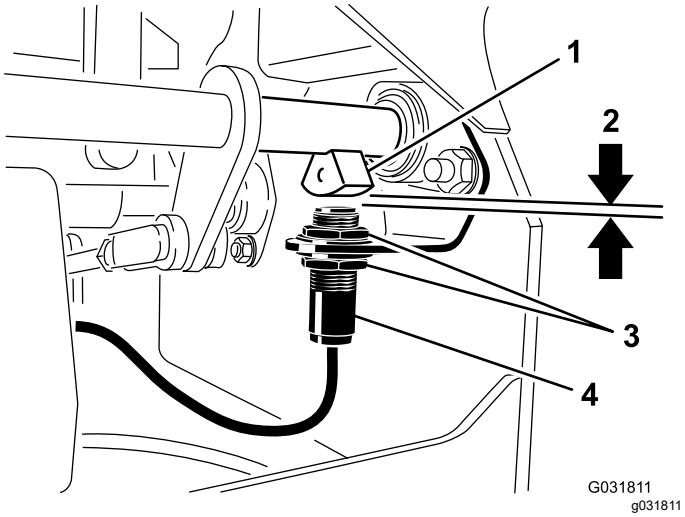

**Figuur 83**
4. Beweeg de schakelaar op of neer op de beugel tot de afstand tussen de sensor van de remas en de plunjer van de schakelaar 4 mm bedraagt; zie (Figuur 83).